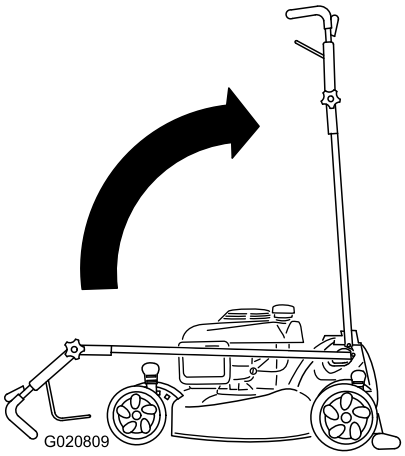

Figuur 52
2. Zet de handgreep rechtop (Figuur 52).